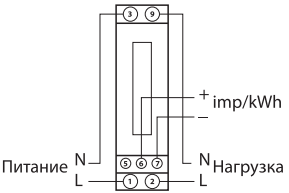

Рисунок 2. Схема подключения
6.3. Счетчик имеет в своем составе испытательный телеметрический выход (рисунок 2, контакты 6–7), предназначенный для поверки прибора и подключения к системам автоматизированного учета электроэнергии.